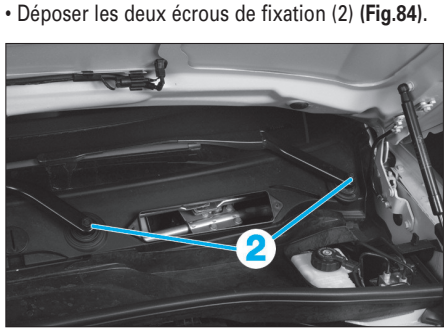

Fig. 84
• Déposer les deux écrous de fixation (2) **(Fig.84)**.